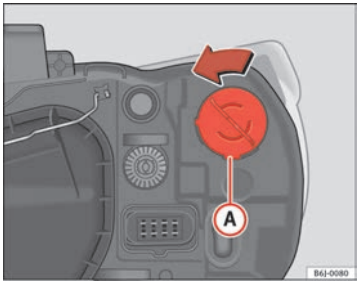

Fig. 139 Luz intermitente faro simple
- Gire el portalámparas ⇒ fig. 139 (A) a la izquierda y tirar.